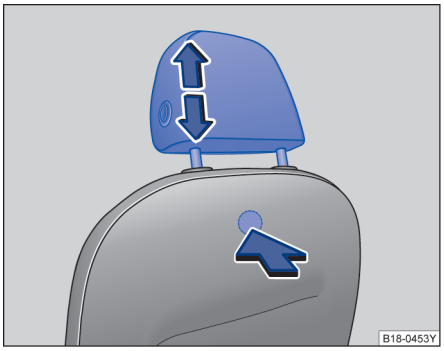

图 41 拆卸和安装前排头枕
- 按压座椅背部隐藏于座椅套内的按钮⇒图 41，将头枕完全拔出。